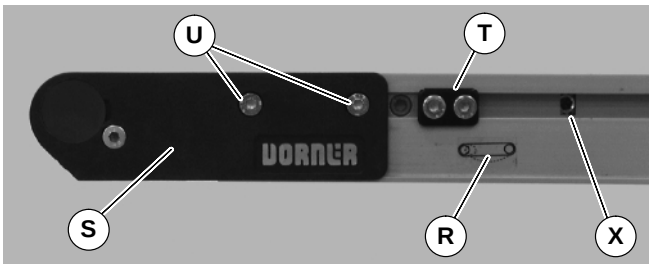
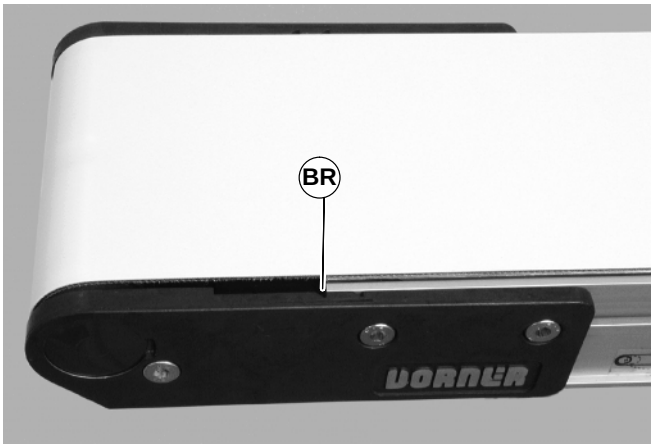

Abbildung 37
Abbildung 38
1. Am Spannende des Förderbandes, das mit einem Etikett gekennzeichnet ist (R siehe Abbildung 37), vordere Deckplattengruppe anpassen (S): Zu beiden Seiten des Förderbandes die Befestigungsschrauben lösen (U) und das Ritzel drehen (X), um die vordere Deckplattengruppe anzupassen.
2. Die vordere Deckplattengruppe so anpassen, dass das Ende des Förderbandrahmens mit der ersten Spannmarkierung ausgerichtet ist (BR siehe Abbildung 38). Die Befestigungsschrauben (U siehe Abbildung 37) zu beiden Seiten des Förderbandes mit 7 Nm festziehen.
3. Falls mit Spurführungsnocken ausgestattet (T siehe Abbildung 37), gegen die vorderen Deckplatten neu positionieren und Spurführung anpassen. Siehe „Spannen des Gurtes“ auf Seite 16.